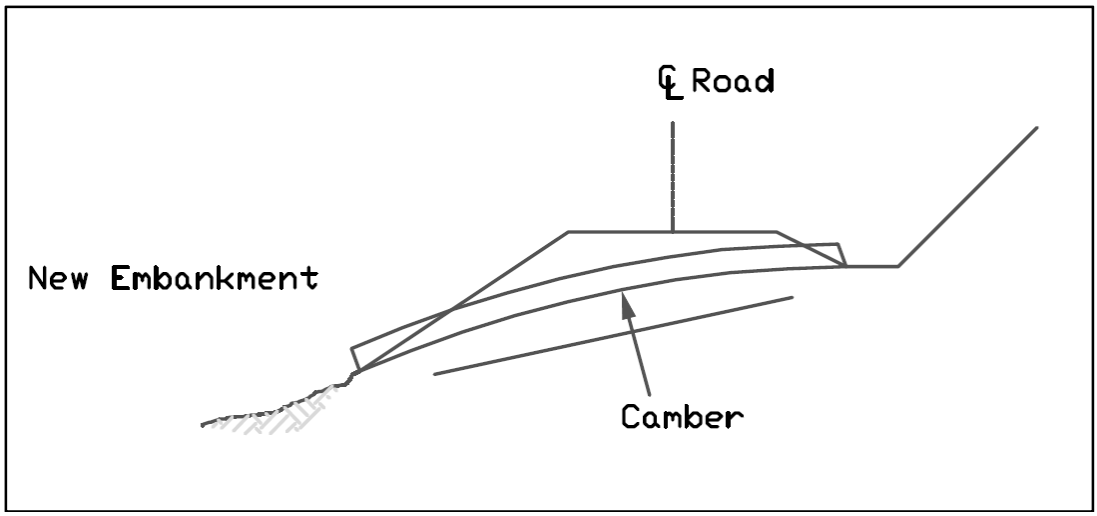

Figure 2: Camber diagram. Camber 1% of pipe length, not to exceed ¾ of pipe span.
4) Prepare a bed for the culvert using crushed bedding aggregate so that it is installed at a gradient of 1.5%, which requires the use of survey equipment during installation. A slight camber upward is acceptable (see Figure 2)